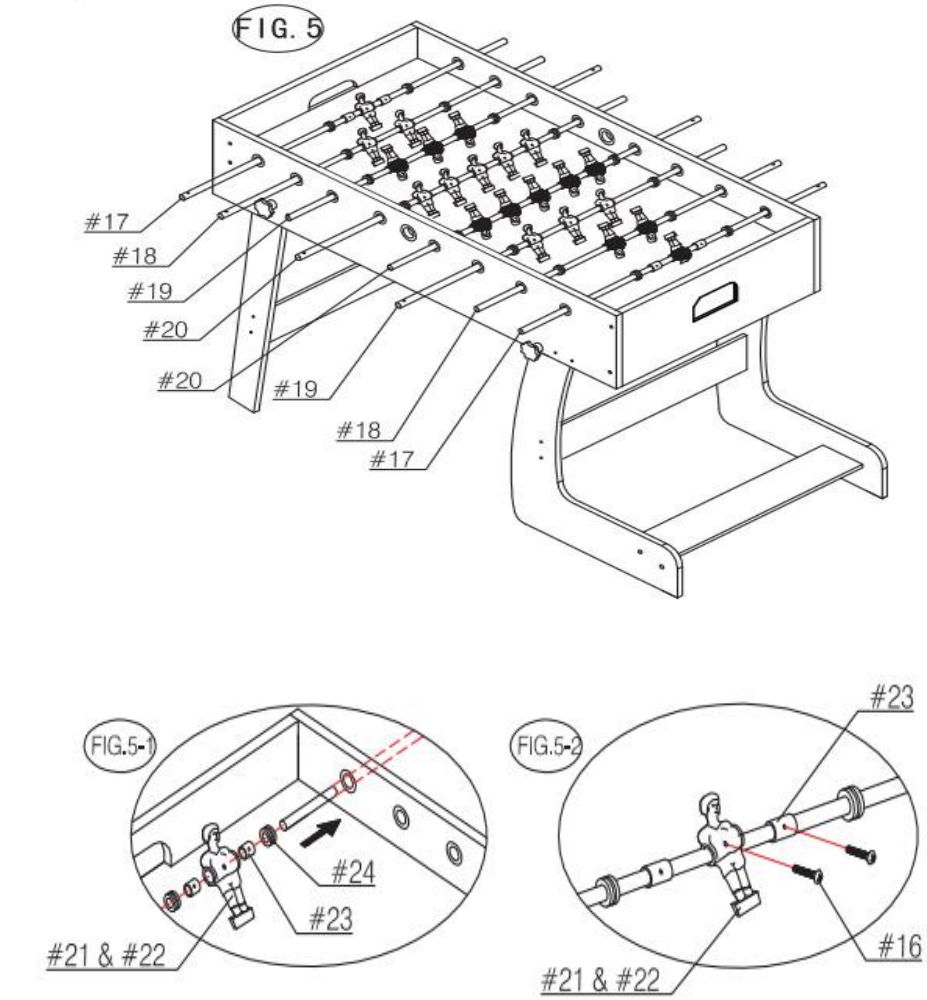

ABB. 6.
12) Befestigen Sie die beiden Falzbeine (Nr. 28) mit jeweils zwei Flachkopfschrauben (Nr. 14) an den Endschürzen. Punktezähler. Siehe Abb. 6.
NOTIZ: Zu Um die Griffe leichter anzubringen, sprühen Sie vor der Montage etwas Fensterreiniger auf die Stangenenden. Montage und vorsichtiges Klopfen mit einem Hammer. Siehe Abb. 6.